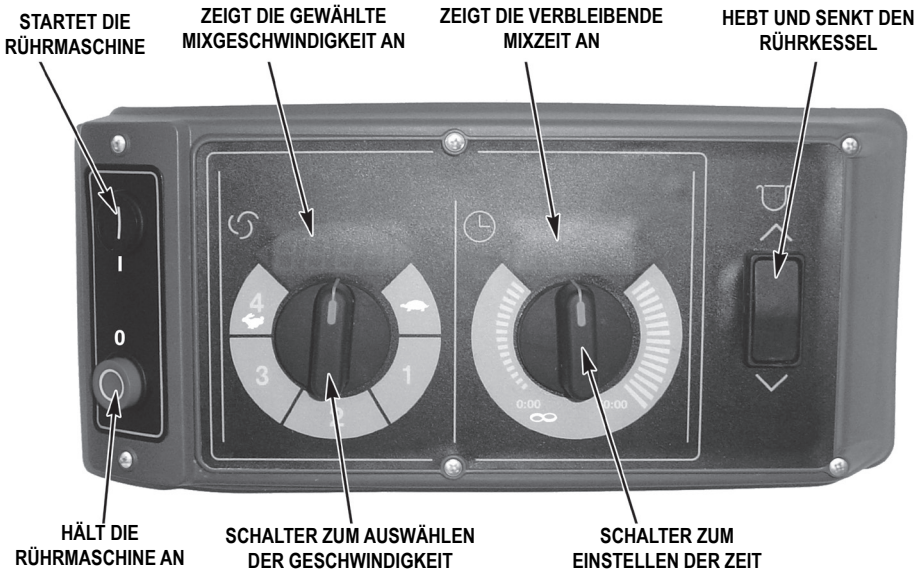

Abb. 3
1. Senken Sie die Kesselhalterung ganz ab, indem Sie den nach unten zeigenden Pfeil am Schalter des Kessels (Abb. 3) gedrückt halten.
1. Senken Sie den Kessel, indem Sie den nach unten zeigenden Pfeil am Schalter des Kessels (Abb. 3) gedrückt halten.
2. Senken Sie den Kessel, indem Sie den nach unten zeigenden Pfeil am Schalter des Kessels (Abb. 3) gedrückt halten.